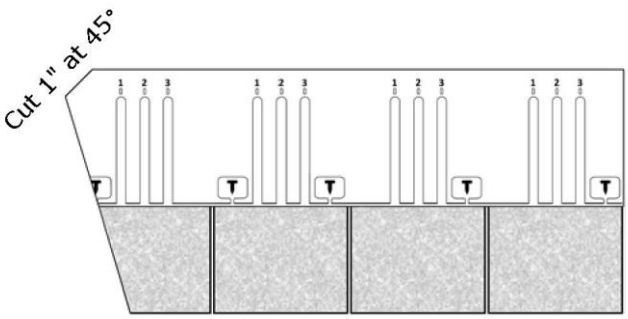

FIGURE 15 - Clip Corners
- **SHINGLES** - Trim a ***1″ (25mm) 45° angle cut*** from the top of the shingle in the valley. See **Figure 15**.